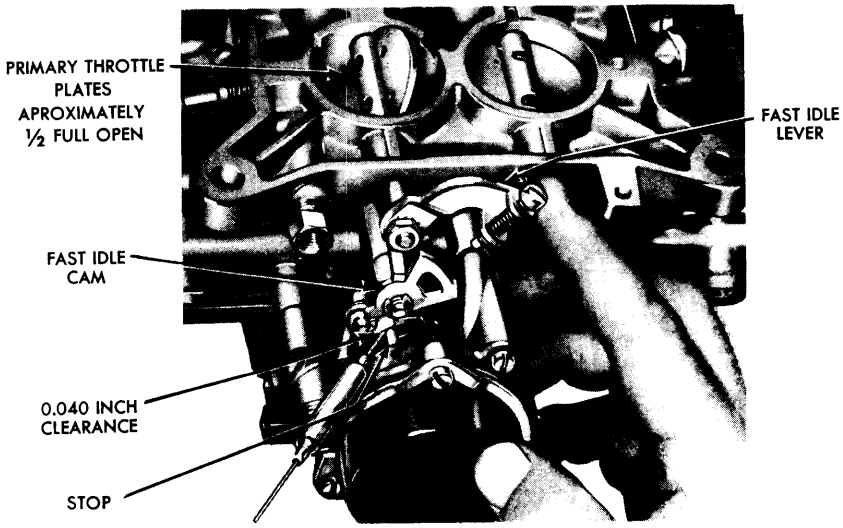

FIG. 23—Fast Idle Cam and Bellcrank Lever Adjustment
3. Measure the clearance between the cast stop on the back of the choke housing and the edge of the fast idle cam (Fig. 23). The clearance should be 0.040 inch.